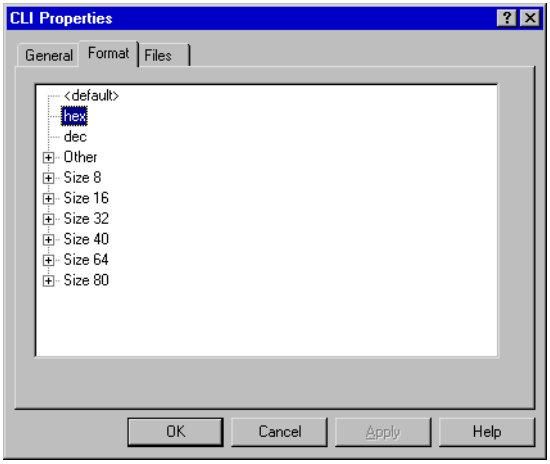

**Figure 5-88 Command Line Interface Properties dialog, Format tab**
- **Format**, shown in Figure 5-88 on page 5-68
Click on the **Format** tab to display the dialog shown in Figure 5-88 on page 5-68.